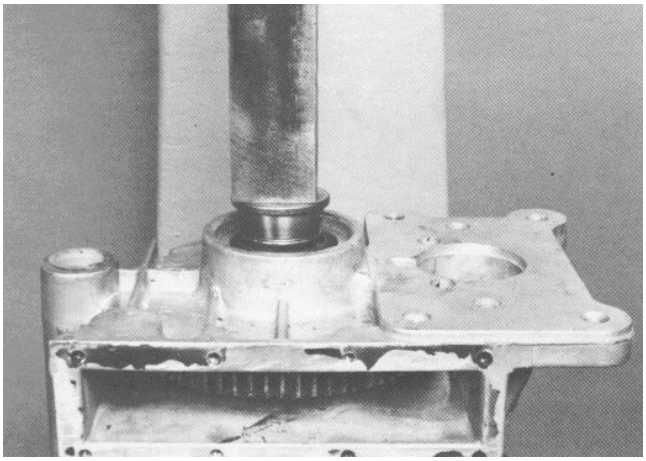

Figure 43
9. With a hollow press sleeve of proper diameter, press on the outer bearing cone race until the drive pinion seats in the carrier and a slight drag is noticed when the gear is rotated by hand (2-13 in.-lb. torque to rotate) (Fig. 43). If the drag is to severe, tap the pinion shaft with a soft mallet until the drag is reduced.